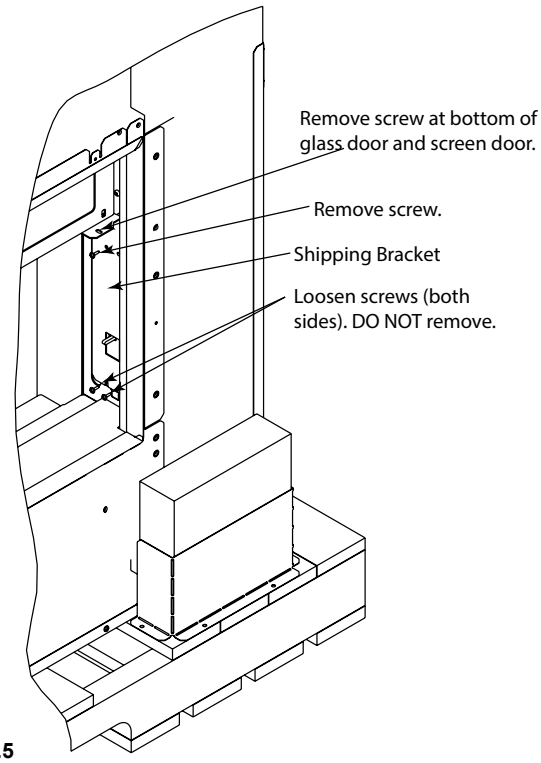

Figure 2.5
n. Locate the (4) screws (2 on each end) that hold the door and screen to the shipping bracket and remove and discard them.*(see figure 2.5)
r. Repeat for the other side. See Figure 2.5.